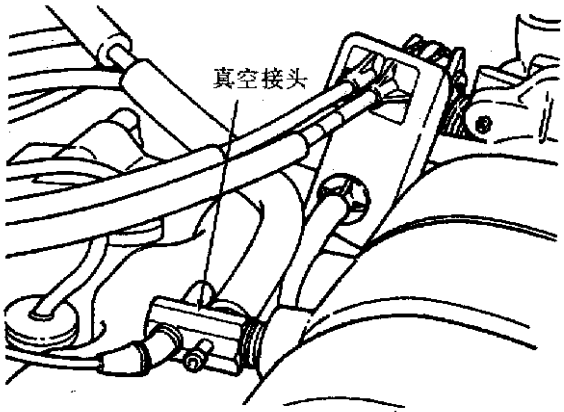
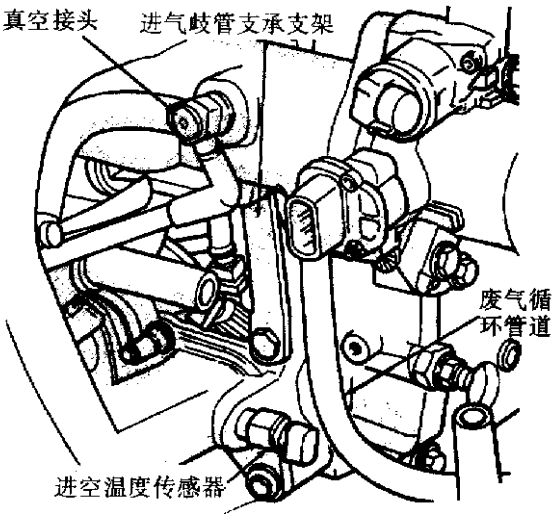

图4-31　进气歧管后面的真空接头
图4-32　电气和真空连接
①在维修或开始修理前，释放燃油压力，参看“压力系统释放程序”。
②断开蓄电池负极。
③从节气门体拆下空气滤清器输入管。
④从节气门杆上拆下节气门电线和转速控制电线。
⑤压下限位器凸耳，从支架上拆下节气门电线。
⑥从节气门位置传感器拆下连接器。
⑦从怠速空气控制电动机拆下连接器。
⑧从进气谐振腔处(图4-31和图4-32)拆下真空管线。
⑨从输入空气温度传感器上拆下连接器(图4-32)。